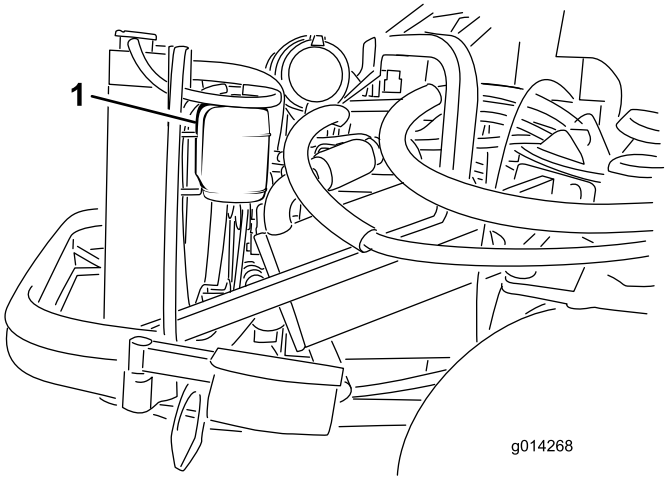

Figura 53
1. Compruebe el nivel de refrigerante en el depósito de expansión (Figura 53). El nivel del refrigerante debe estar entre las marcas en el lateral del depósito.